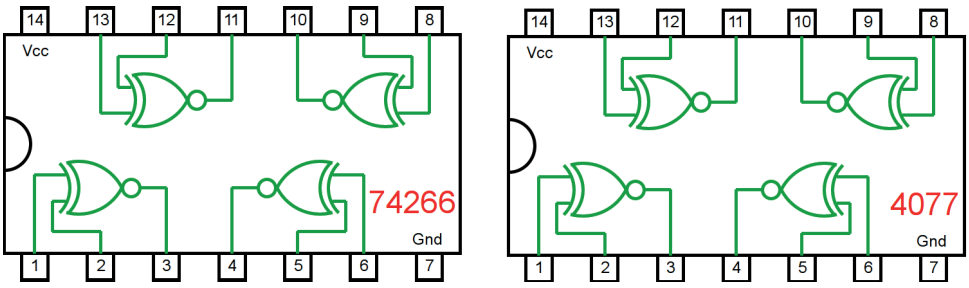

Figura 3.75 – Circuito integrado TTL e CMOS.
5. O CI TTL 74HC266 e o CI CMOS 4077 contêm quatro portas NOU-EX de duas entradas, figura 3.75. Como as saídas do CI 74HC266 são de dreno aberto, para observar um sinal lógico de uma saída, é necessário conectar um resistor de pull-up da saída à fonte de alimentação.